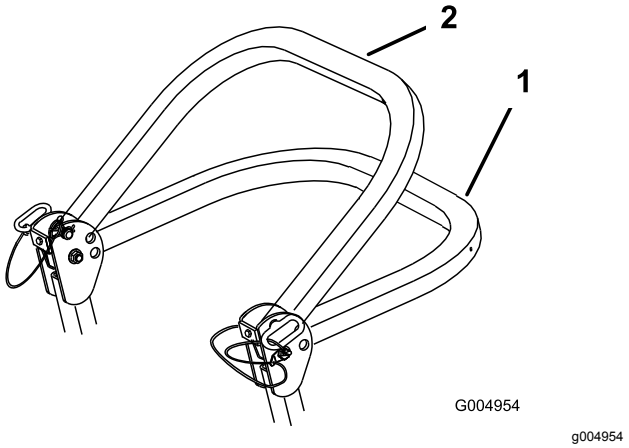

**Figuur 10**
2. Klap de rolbeugel omlaag (Figuur 10).
**Opmerking:** De rolbeugel kan in 2 standen omlaag worden geklapt; zie Figuur 10.